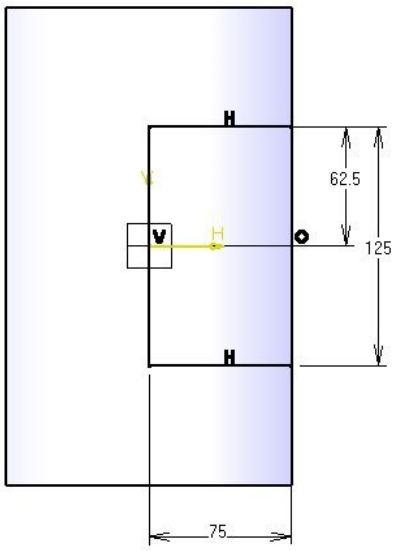

Figure 6-98 *Sketch of the second feature*
b. Create the second feature by extruding the sketch drawn on a plane created at an offset distance from the bottom planar face of the model, refer to Figures 6-98 and 6-99.
3. Draw the sketch, as shown in Figure 6-98, and exit the **Sketcher** workbench.